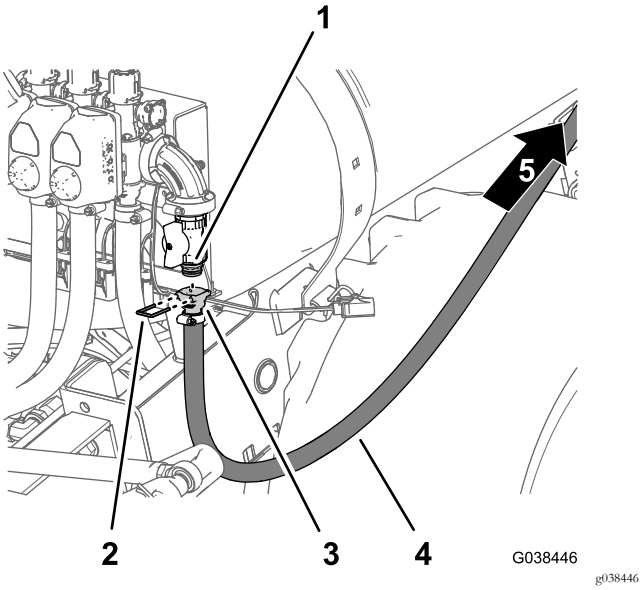

Figura 96
2. Monte a união estriada reta do tubo à união de ligação rápida da válvula de corte da flange (Figura 96).
3. Prenda a união estriada reta e a união de ligação rápida (Figura 96) com o retentor que retirou no passo 3 de Instalar a válvula de corte para o kit da pistola de pulverização ou o kit de cilindro de tubagem elétrico opcionais (página 41).
4. Encaminhe o tubo de fornecimento para a frente ao longo do depósito de pulverização para o cilindro do tubo (Figura 96).